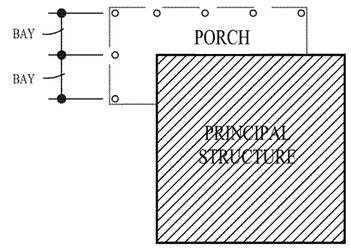

*Figure 10*
- The undercroft of porches shall be skirted with lattice having openings of 1-1/2" square maximum. Alternatively, louvers of solid cellular PVC may be used. Lattice or louvers shall be placed a minimum of 3/4" behind the surface of the pier and shall be framed with trim. See Figure 10.